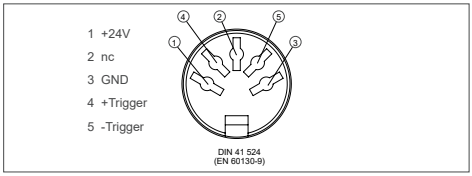

Abbildung 3: Belegung der Anschlussbuchse
1. Triggerstecker in die Eingangsbuchse INPUT (B) stecken.
3. Belegung der Anschlussbuchse entnehmen Sie der Abbildung 3.